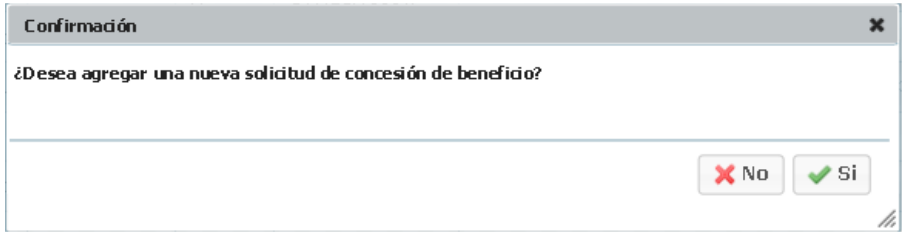

Fig. 4.2 Formulario para confirmar la creación de una nueva solicitud CAB.
2. Al cargar el formulario de confirmación para agregar una nueva solicitud de Concesión de Beneficio hacer clic en el botón "Si" (Fig. 4.2).